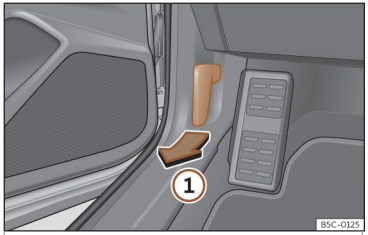

Fig. 205 Palanca de desbloqueo en el espacio reposapiés del conductor.
- Abra la puerta y tire de la palanca que hay debajo del tablero de instrumentos ››› **fig. 205** ①.